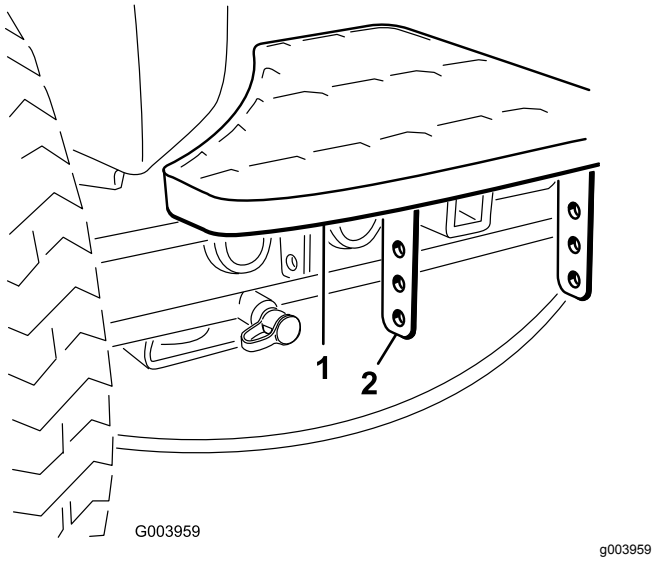

Figuur 2
1. Verwijder de 2 bouten en moeren waarmee de beugels van de treeplank zijn bevestigd aan het frame van de tractie-eenheid (Figuur 2).